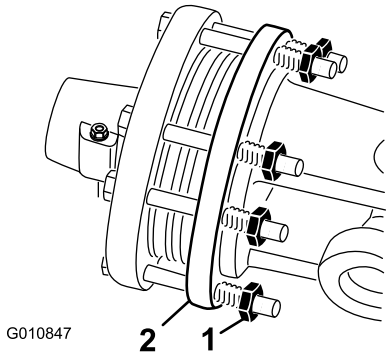

Figur 44
1. For hver sesongslutt skrur du hver av clutchmutterne to omdreininger tilbake (Figur 44).